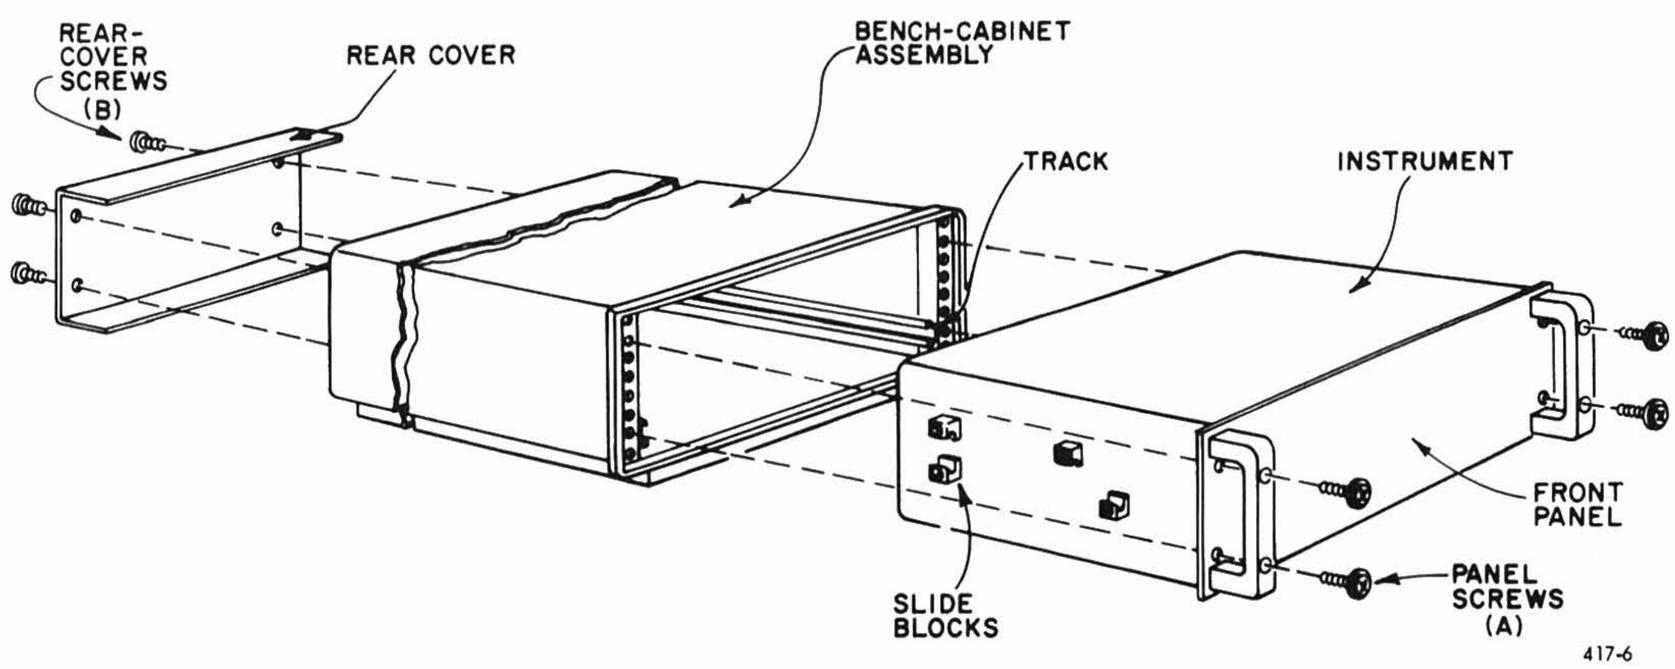

Figure 2-5. The bench model is easily removed from its cabinet.
To remove a bench-model instrument from its cabinet, remove the four panel screws (A, Figure 2-5). P/N 7270-6310, two on each side of the front panel. These are No. 10-32, 9/16-in. screws, with nylon washers. To loosen them, insert a Phillips-head screwdriver through the holes in the handles, as shown in the figure; pull the instrument forward, out of the cabinet.
a. Disconnect all cables from the rear of the instrument, remove the four panel screws (A, Figure 2-5), and pull the instrument forward, out of the cabinet (refer to paragraph 2.5.2).
b. From the rear, remove the four screws (B) holding the rear cover (P/N 4171-8804) to the bench cabinet and remove the cover.